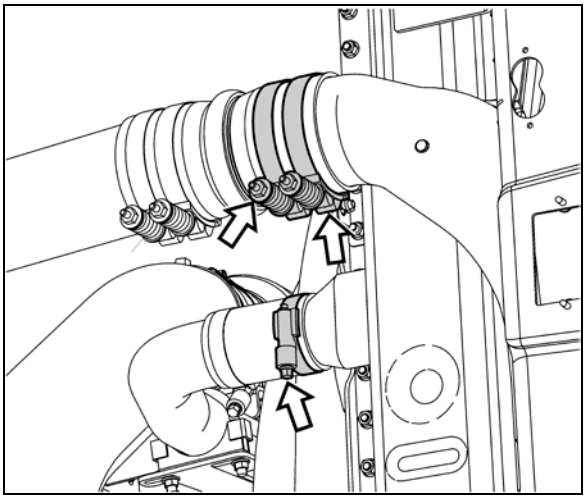

**FIGURE 25: FRONT COOLANT & CHARGE AIR PIPES**
10. Remove clamps and then break hoses from the front coolant and charge air pipes (Figure 25).